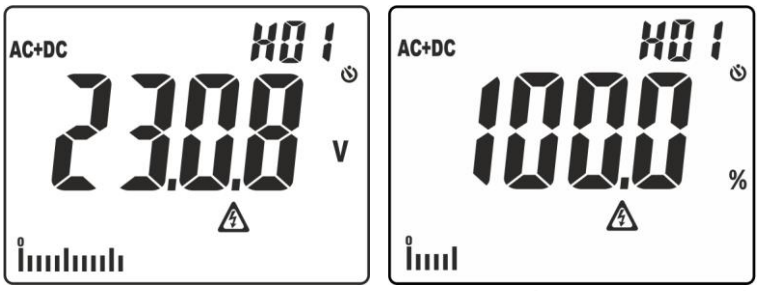

Fig. 3: Visualização das amplitudes na análise dos harmónicos
- Pressão simples do botão para a visualização das amplitudes dos harmónicos de tensão e corrente até à 25° ordem (**Hdc, H01… H25**) no formato absoluto ou em percentagem em relação às fundamentais dos sinais na entrada (para valores de tensão VCA >0.5V e corrente CA > 0.5A e frequência compreendida entre 42.5Hz ÷ 69Hz) e o valor em percentagem do parâmetro **THD%** (consultar o § **Errore. L'origine riferimento non è stata trovata.**) como se mostra na Fig. 3. Usar os botões **▲/ZERO** e ▼/ para aumentar/diminuir a ordem do harmónico